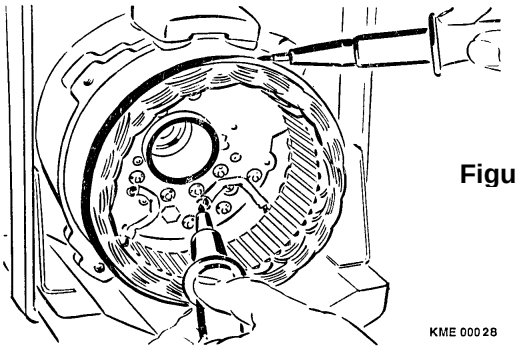

Figure 13 Stator Insulation Testing
4. Using insulation tester KDAW 9983 (Bosch Number 0 986 619 110) or equivalent, apply 80 VAC to each of the stator phase leads with one probe while the other probe is in contact with the exterior of the stator. (Figure 13)